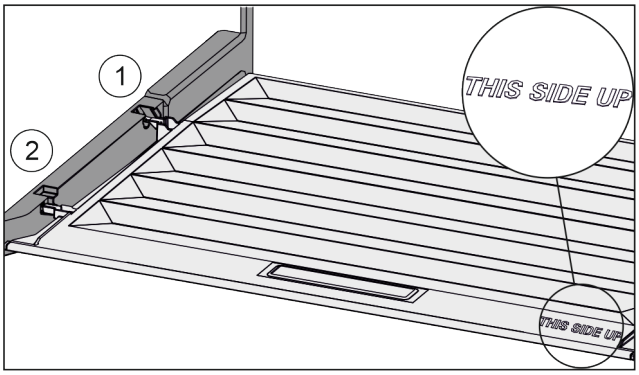

*Fig. 27*
▶ Insert the lip of the cover over the opening of the rear bracket *Fig. 27 (1)* and click into place *Fig. 27 (2)*.